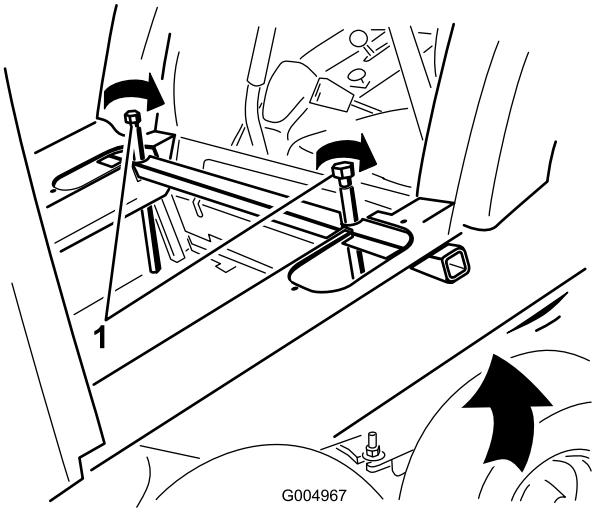

Figur 82
34. Hæv førerhusets bagende højt nok til at være væk fra bagsiden af sædet ved langsomt og ligeligt at stramme donkraftboltene (Figur 82) på hver side af førerhusets donkraftrør en smule ad gangen.